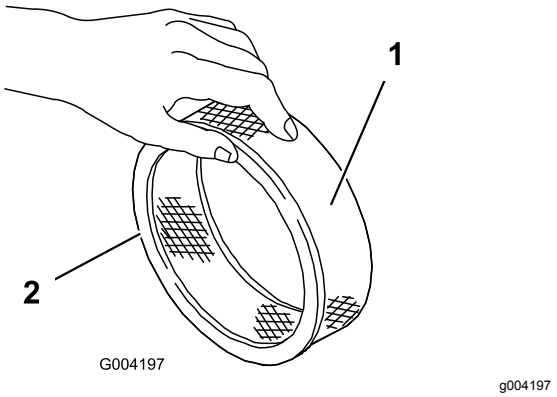

Figur 46
5. Undersøk om papirfilteret har skader, et oljet belegg eller om gummitetningen er skadet (Figur 46).
1. Skyv skumforfilteret forsiktig på papirfilteret (Figur 46).